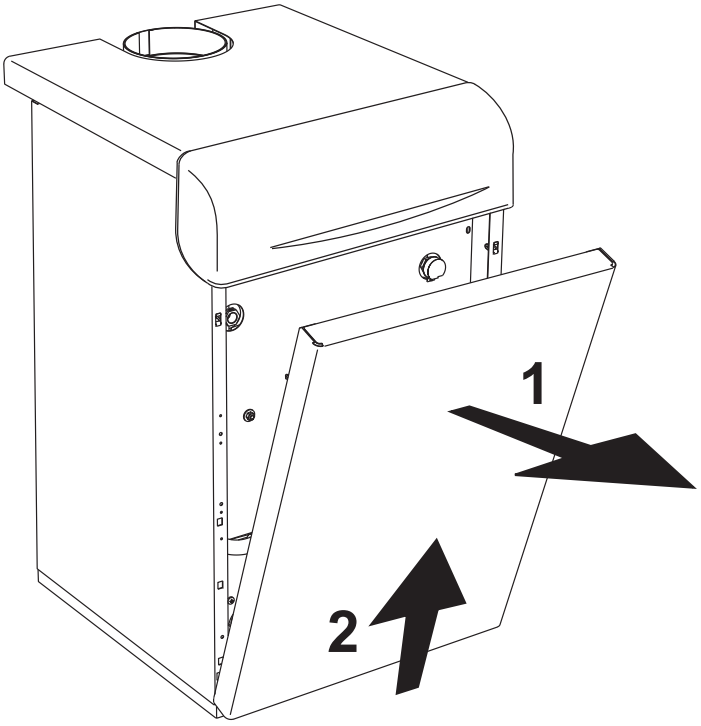

рис. 4 - Открытие лицевой панели
Для открытия передней панели котла следуйте указаниям, приведенным в рис. 4.
- Снимите лицевую панель котла (рис. 4)